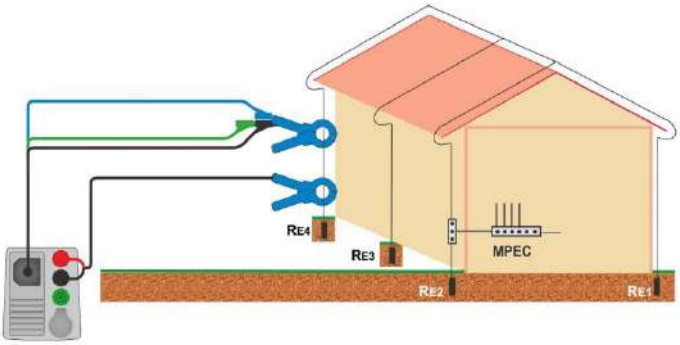

Figure 7.94: Contactless earthing resistance measurement
- Clamp on object under test, see ***Figure 7.94***.